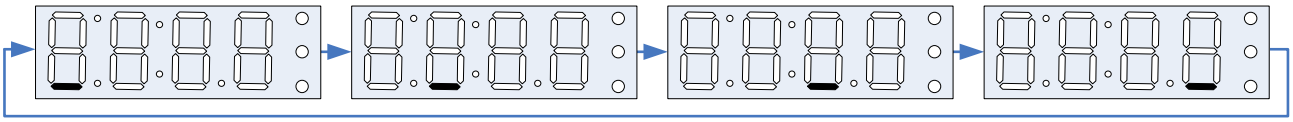

Рис. 12
2.2.6 В режиме «Ожидания СОД» нижние сегменты всех разрядов индикатора поочередно периодически засвечиваются, как показано на Рис. 12.